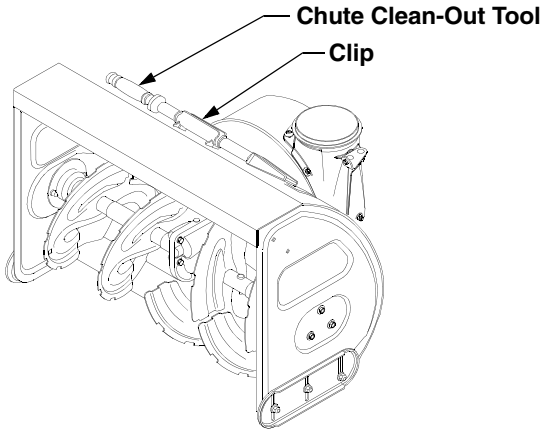

Figure 10
- Remove the chute clean-out tool from the clip which secures it to the rear of the auger housing. See Figure 10.